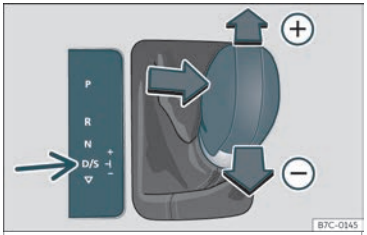

Fig. 202 Consola central:cambiar con tiptronic.
- Empuxe a panca cara adiante ⊕ ou cara atrás ⊖ para aumentar ou reducir a marcha ››› **fig. 202**.